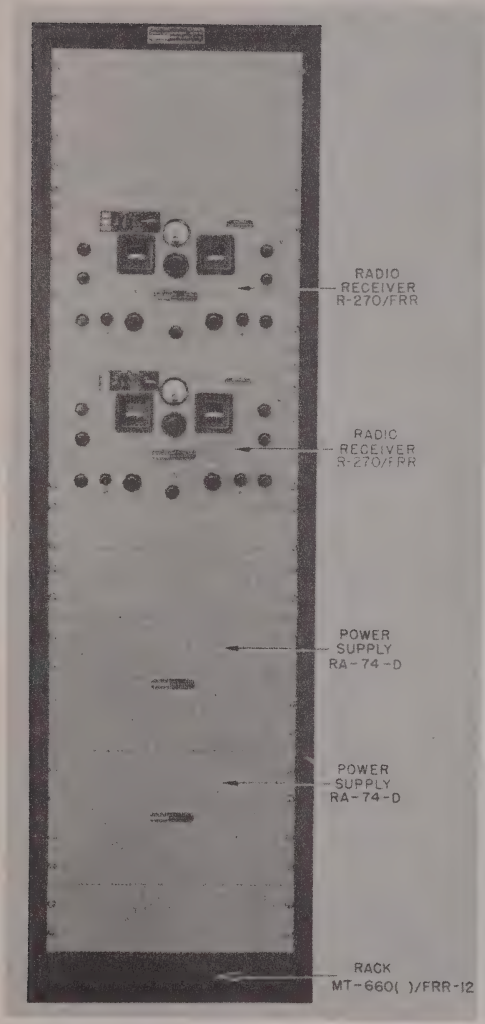

Figure 3. Radio Receiving Set AN/FRR–12, front view.
c. Each Radio Receiver R-270/FRR has an external Power Supply Unit RA–74–D as its filament, bias, screen, and plate voltage source. The two receivers and their power supplies are mounted in Rack MT–660( )/FRR–12 (figs. 3 and 4).